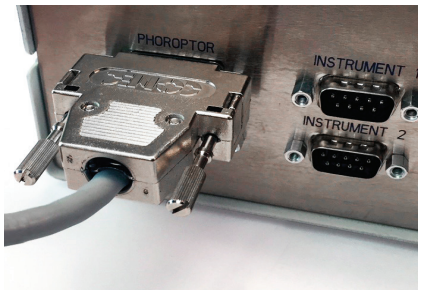

Figure IS-05, Phoroptor Connected
3. Connect the other end of the Phoroptor Cable to the Phoroptor port in the Central Unit. Refer to Figure IS-05.